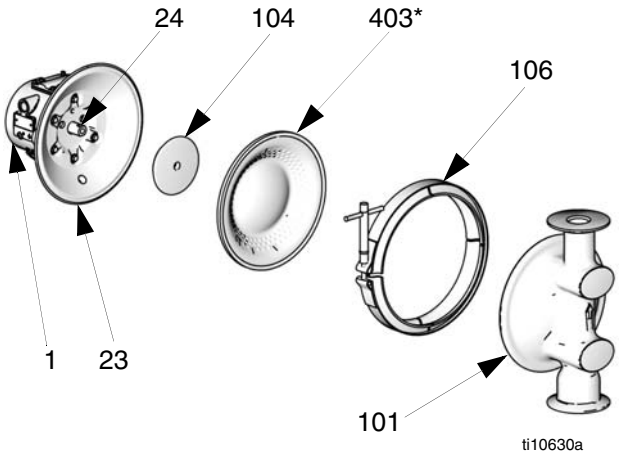

FIG. 12
3. Rimuovere i morsetti (106) che tengono i coperchi del fluido (101) ai coperchi dell'aria (23). Estrarre i coperchi del fluido (101) dalla pompa. Vedere la FIG. 12.
5. Le membrane sono montate mediante serraggio manuale. Per allentare, afferrare entrambe le membrane intorno al bordo esterno e ruotare in senso antiorario. Un gruppo delle membrana sarà libero e l'altro rimarrà collegato all'albero. Rimuovere la membrana libera (403) e la piastra del lato aria (104).
6. Estrarre dal corpo centrale (1) il gruppo della membrana dell'altro lato e l'albero (24). Mantenere le rondelle dell'albero con una chiave a bocca da 19 mm e rimuovere la membrana e la piastra del lato aria dall'albero.
7. Controllare che l'albero della membrana (24) non presenti usura o graffi. Se danneggiato, verificare che i cuscinetti (19) siano in posizione. Se i cuscinetti sono danneggiati, fare riferimento a pagina 24.
8. Raggiungere l'interno del corpo centrale (1) con un uncino per anello di tenuta e agganciare i premiguarnizioni a U (402), quindi estrarli dal corpo. Questo può essere fatto senza rimuovere i cuscinetti (19).